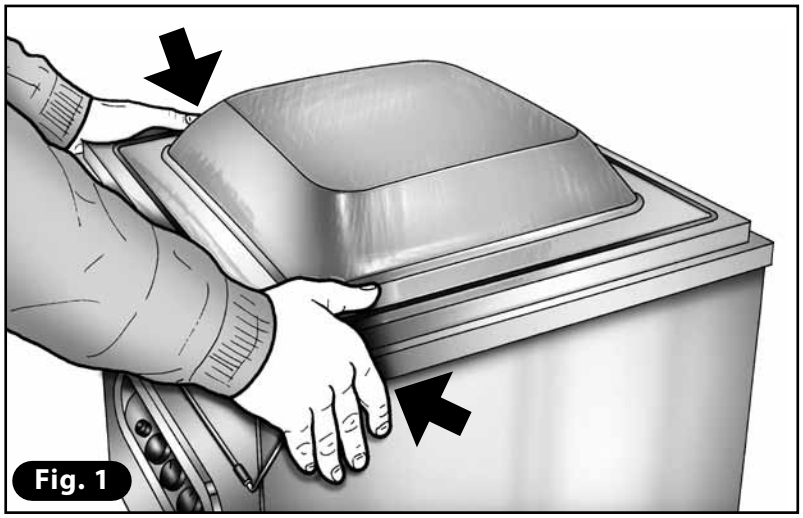

Fig. 1
2) Elegir una bolsa adecuada para el producto a envasar (el producto debe ocupar 2/3 del volumen útil de la bolsa). Introducir en la campana la bolsa **(D)** con el producto a envasar en su interior y depositarla en posición central sobre la barra soldadora **(E)**; proceder de manera que el borde abierto sobresalga en la medida aproximada de 20 mm respecto de la barra misma. En los casos de los modelos con longitud de barra suficiente como para preparar varias bolsas simultáneamente y en el caso de los modelos multibarra, situar las bolsas a distancia regular (=) **(Fig. 1)**.
Bajar la cubierta con ambas manos, ejerciendo una ligera presión en correspondencia con las esquinas de la cubierta misma **(Fig. 1)**. La máquina comenzará el ciclo de trabajo operando con los valores de vacío y soldadura que han sido programados.